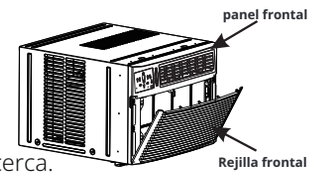

Fig.1
1. Baje la rejilla frontal y saque el filtro. (Ver Fig.1).